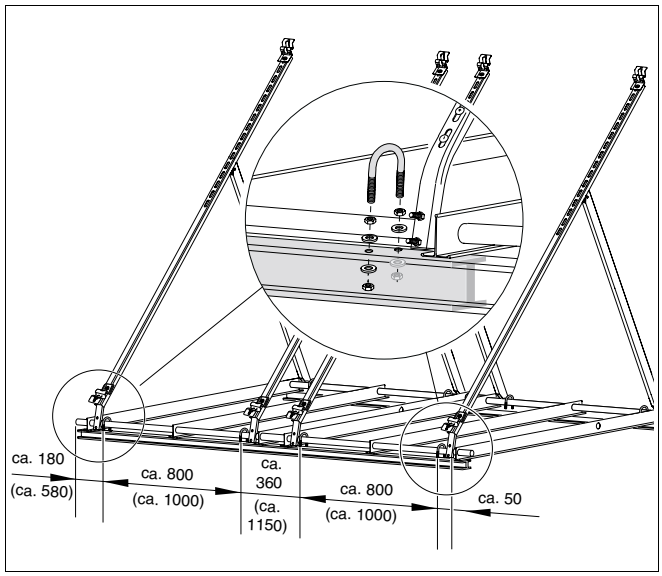

Afb. 41 Staander voor plat dak met beugelschroeven aan de dubbele T-dragers bevestigen (maten in mm, maten tussen haakjes gelden voor de horizontale uitvoering)
Fixeer elke staander voor plat dak (afb. 41) met ten minste vier ter plaatse aan te brengen beugelschroeven (1", M8/8.8).
- Schroef de beugelschroeven vast met de dubbele T-dragers (vgl. loep afb. 41).